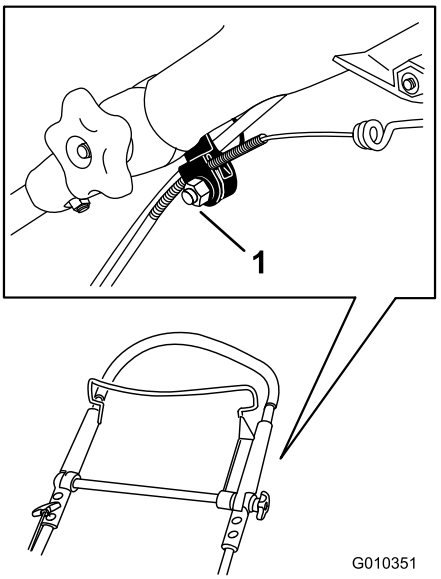

Figuur 44
1. Draai de moer op de kabelbevestiging los (Figuur 44).